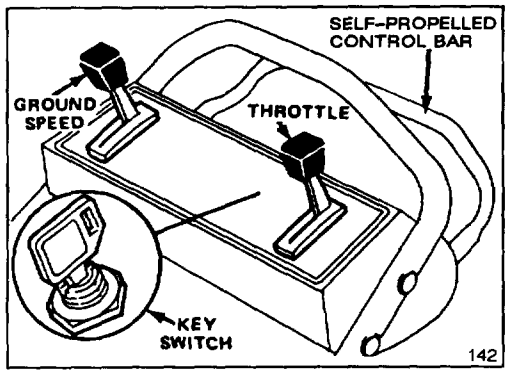
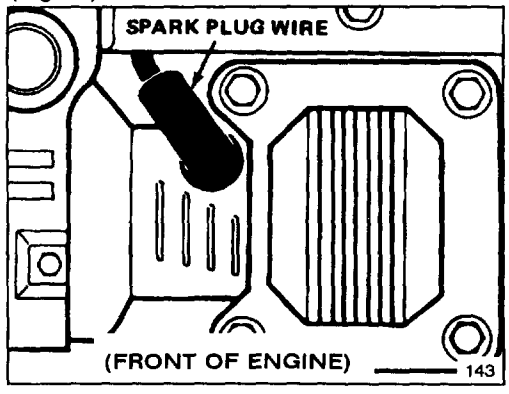
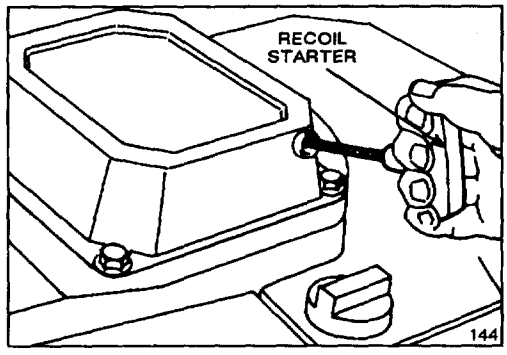

Figure 7
Figure 8
Figure 9
1. CONTROLS—Key switch, throttle, ground speed control, and blade/self-propelled control bar are on upper handle (Fig. 7). Recoil starter is on top of engine (Fig. 9).
2. Push spark plug wire onto spark plug (Fig. 8).
3. Move ground speed control to "N" (Fig. 7).
4. KEY-LECTRIC STARTING—Move throttle (Fig. 7) to CHOKE. Turn key (Fig. 7) to START and release when engine begins running. Regulate throttle as desired. If the battery's charge is too weak to start the engine, the engine can be started with the recoil starter (Fig. 9).
5. MANUAL STARTING—Move throttle to CHOKE. Brace yourself and mower securely by placing your foot on the top left side of mower housing where it says "PLACE FOOT HERE WHEN STARTING". Pull engine mounted recoil starter out until positive engagement results; then pull vigorously to start the engine (Fig. 9). Regulate throttle as desired when engine starts.
6. GROUND SPEED (Fig. 7)—Move ground speed control to desired setting. Number "1" is slow, "2" is medium, and "3" is a fast walking pace. Move ground speed control to "N" when using the mower for trimming and whenever leaving mower.
8. STOPPING (Fig. 7)—Release control bar to stop blade and traction drive. Move ground speed control to "N". To stop engine, move throttle to OFF. Remove key from switch and pull wire off spark plug if mower is unattended or not used (Fig. 8).
2. Move throttle control to FAST (Fig. 7).